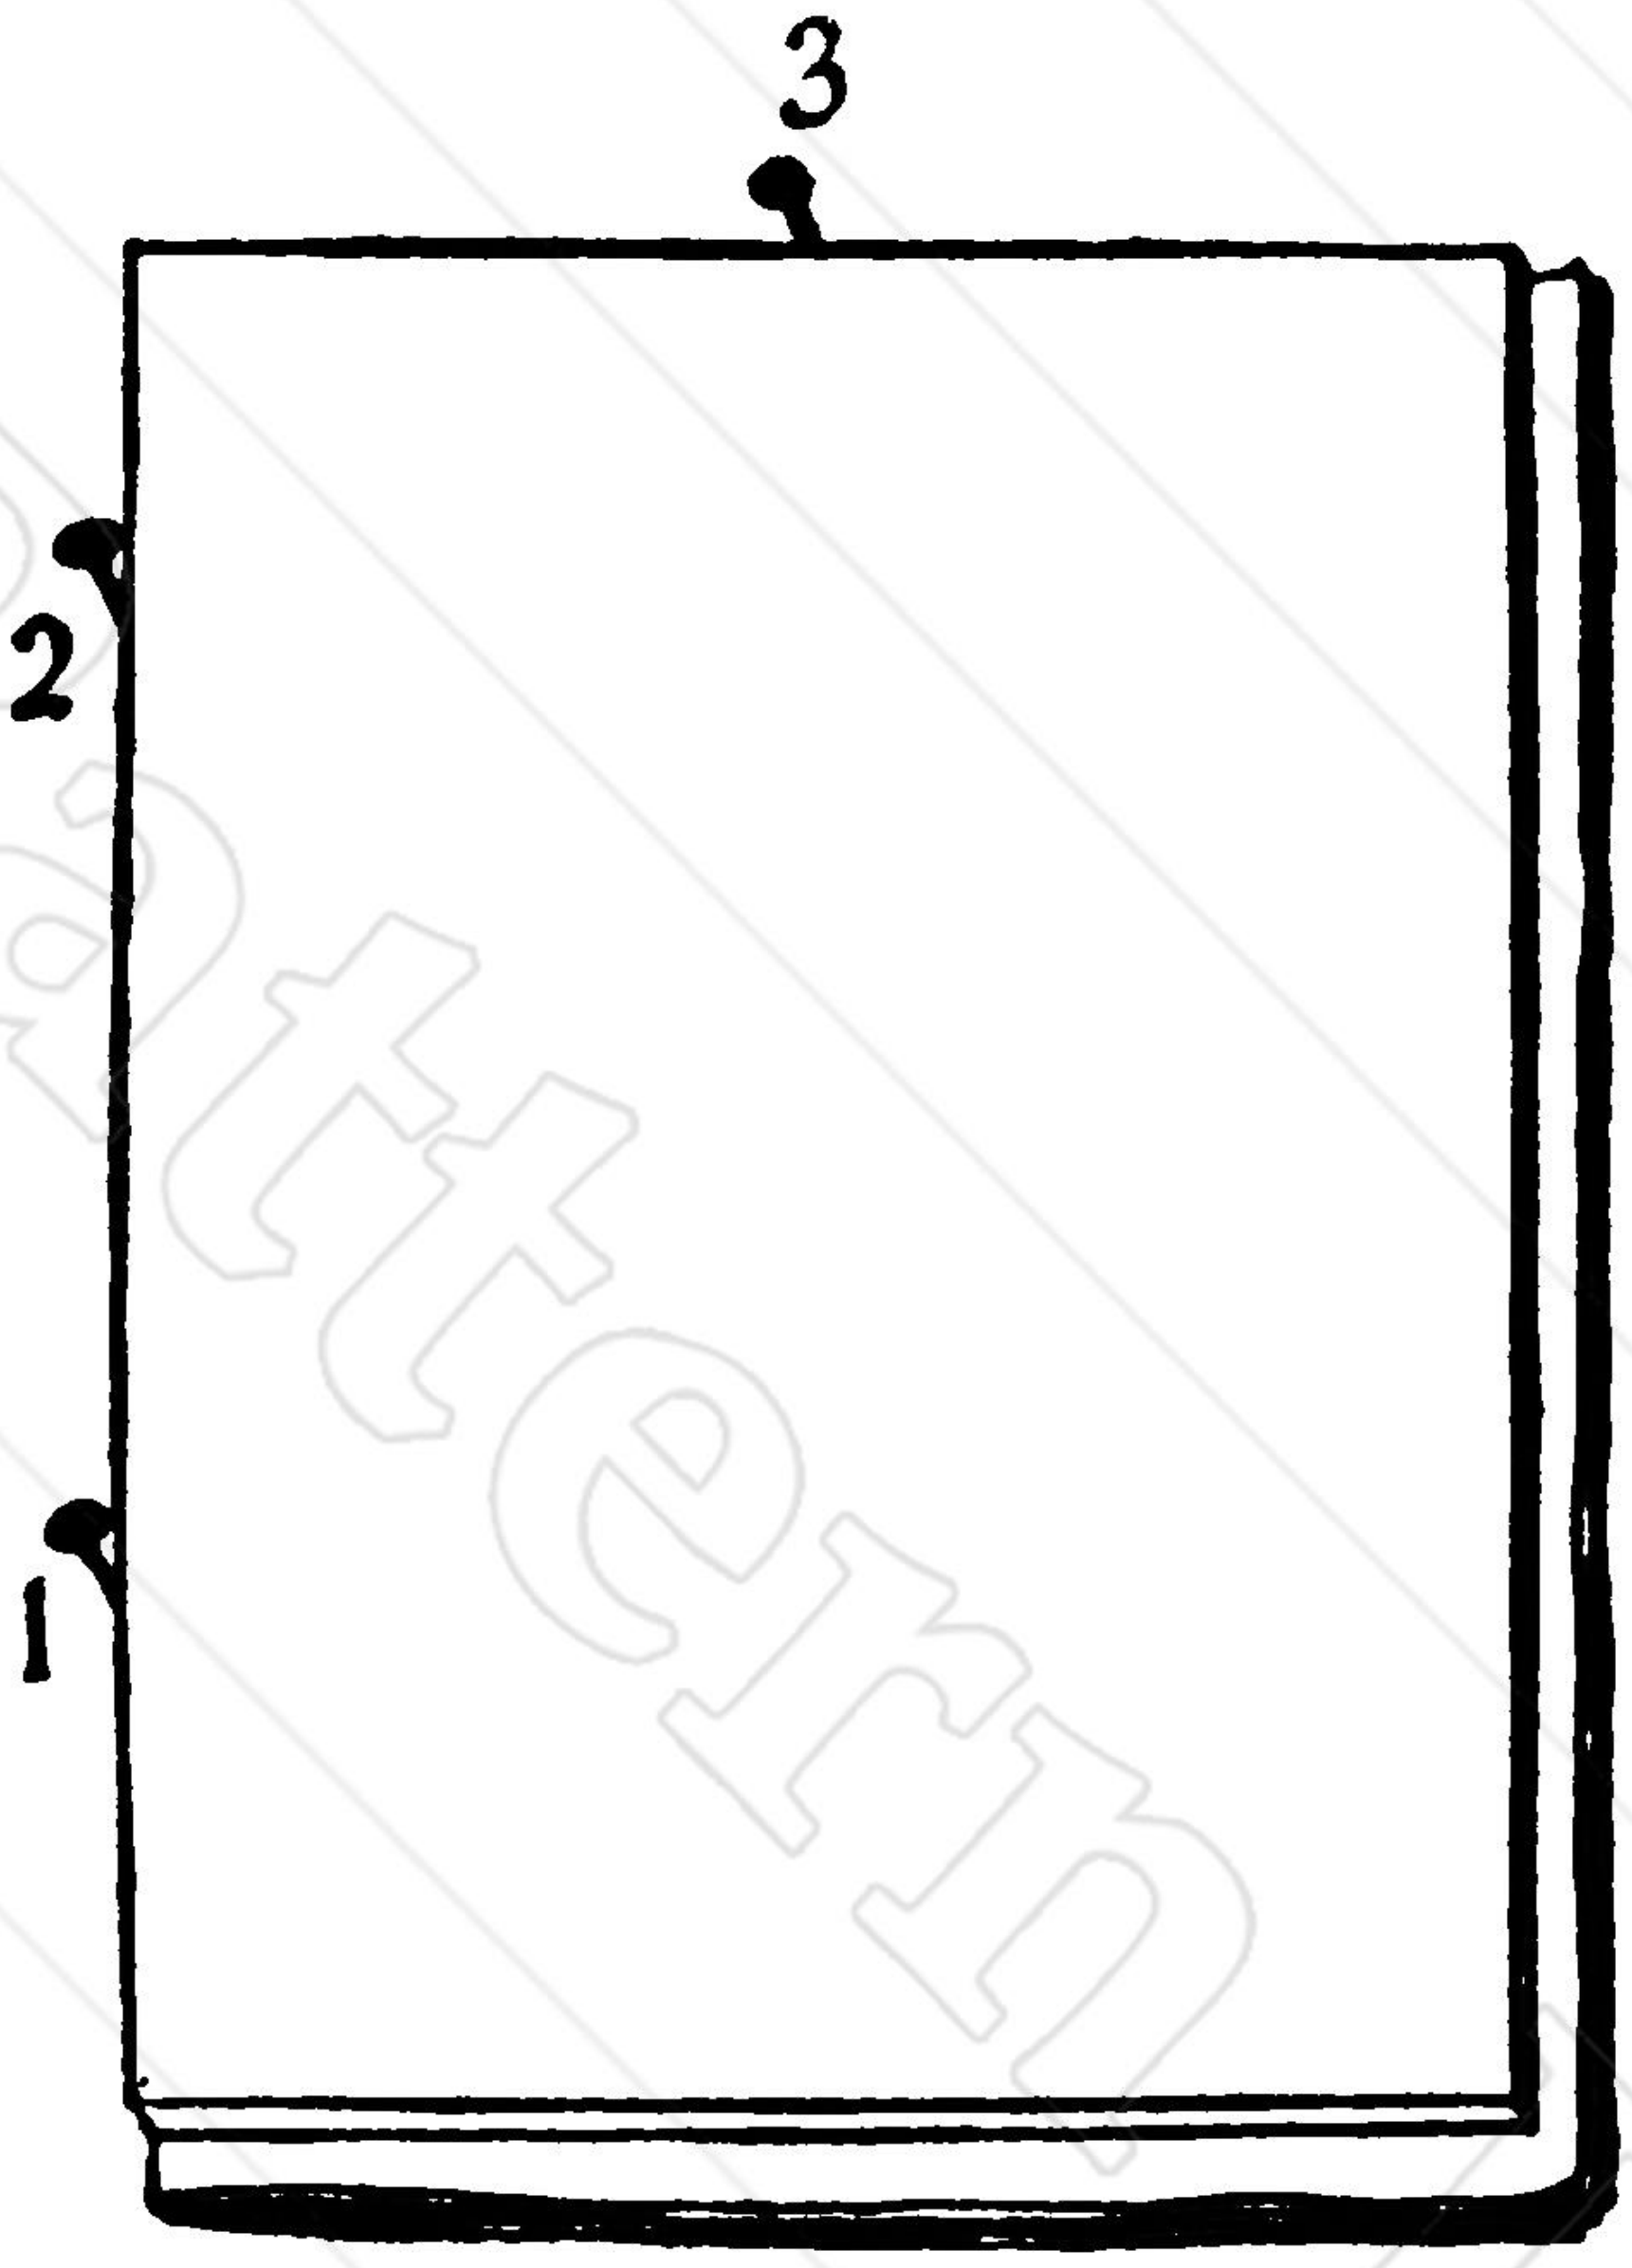
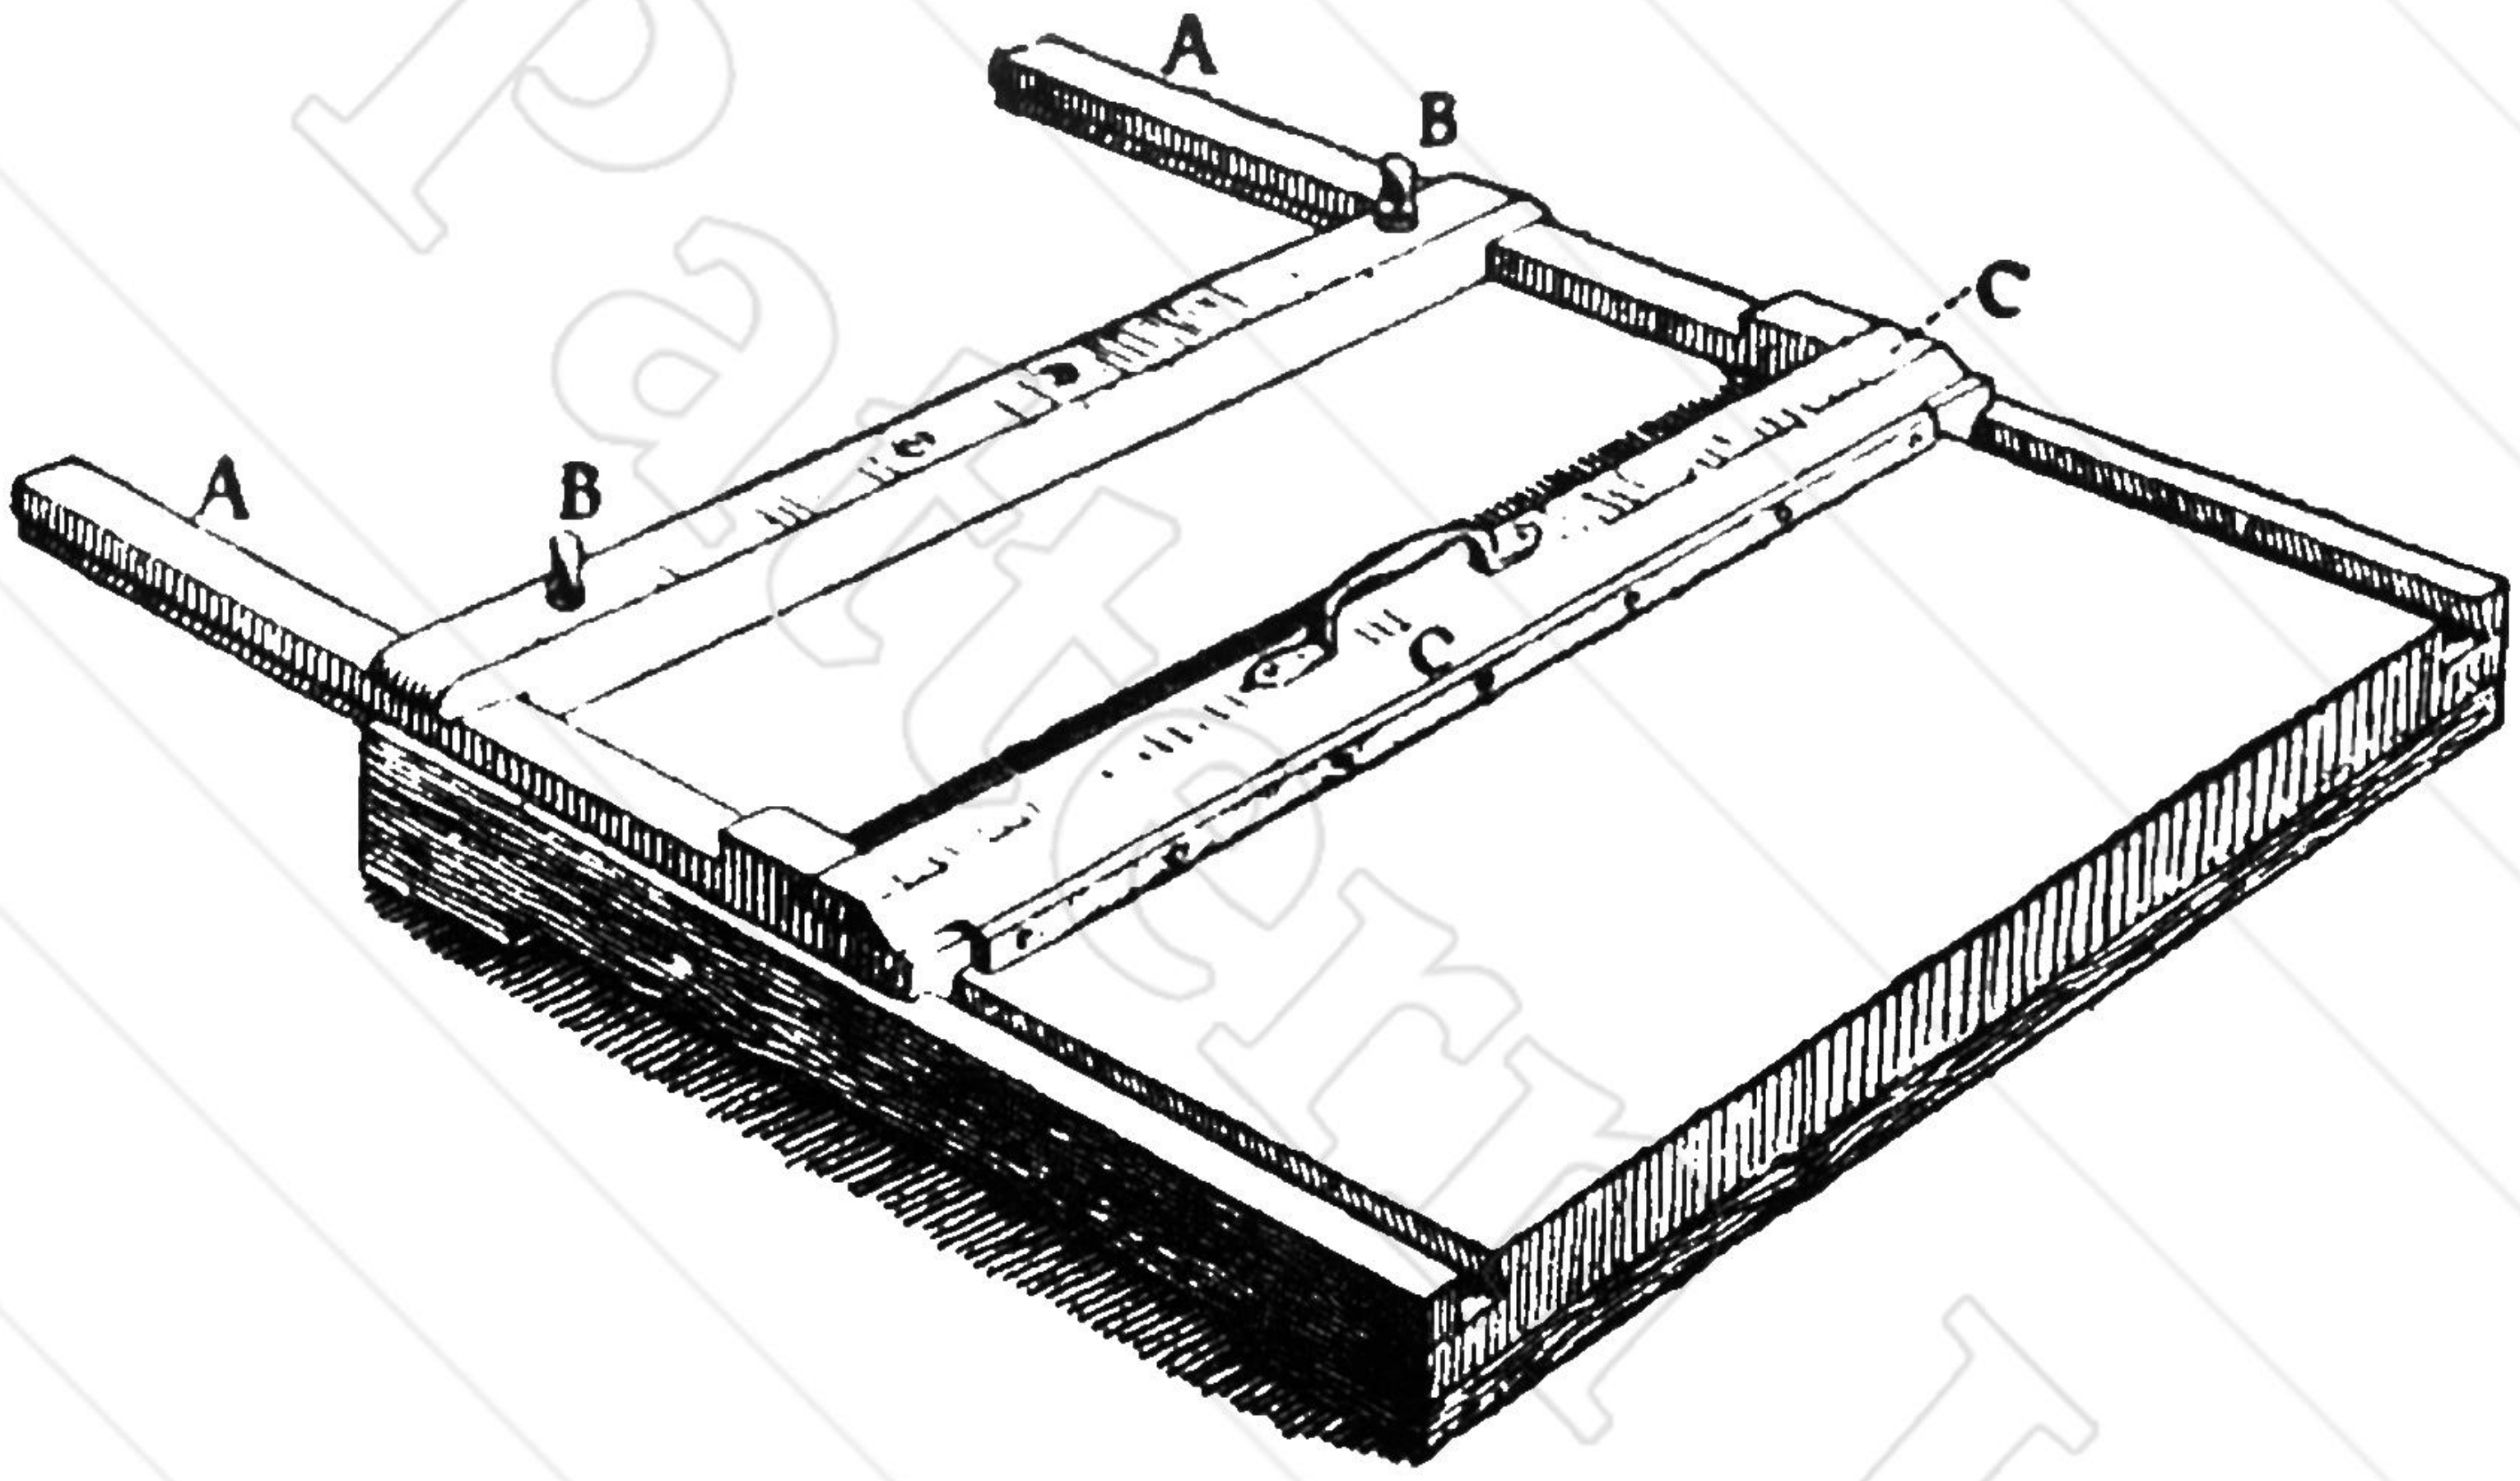

Fig. 23.
Fig. 24.
The sheets for trimming with end papers and all plates inserted must first be cut square at the head against a carpenter's square (see fig. 7). Then a piece of mill-board may be cut to the size it is desired to leave the leaves, and the sections trimmed to it. To do this three nails should be put into the covering board through a piece of straw-board, and the back of the section slid along nails 1 and 2 until it touches No. 3 (see fig. 23). The board is slid in the same way, and anything projecting beyond it cut off. When the under straw-board has become inconveniently scored in the first position, by shifting the lower nail (1) a fresh surface will receive the cuts. Fig. 24 is a representation of a simple machine that I use in my workshop for trimming. The slides A A are adjustable to any width required, and are fixed by the screws B B.